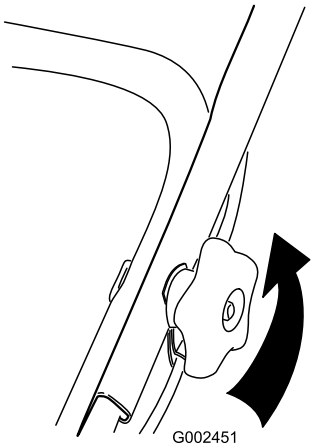

Bild 41
1. Lösen Sie die Bügelhandräder, bis Sie den oberen Bügel ungehindert bewegen können (Bild 41).